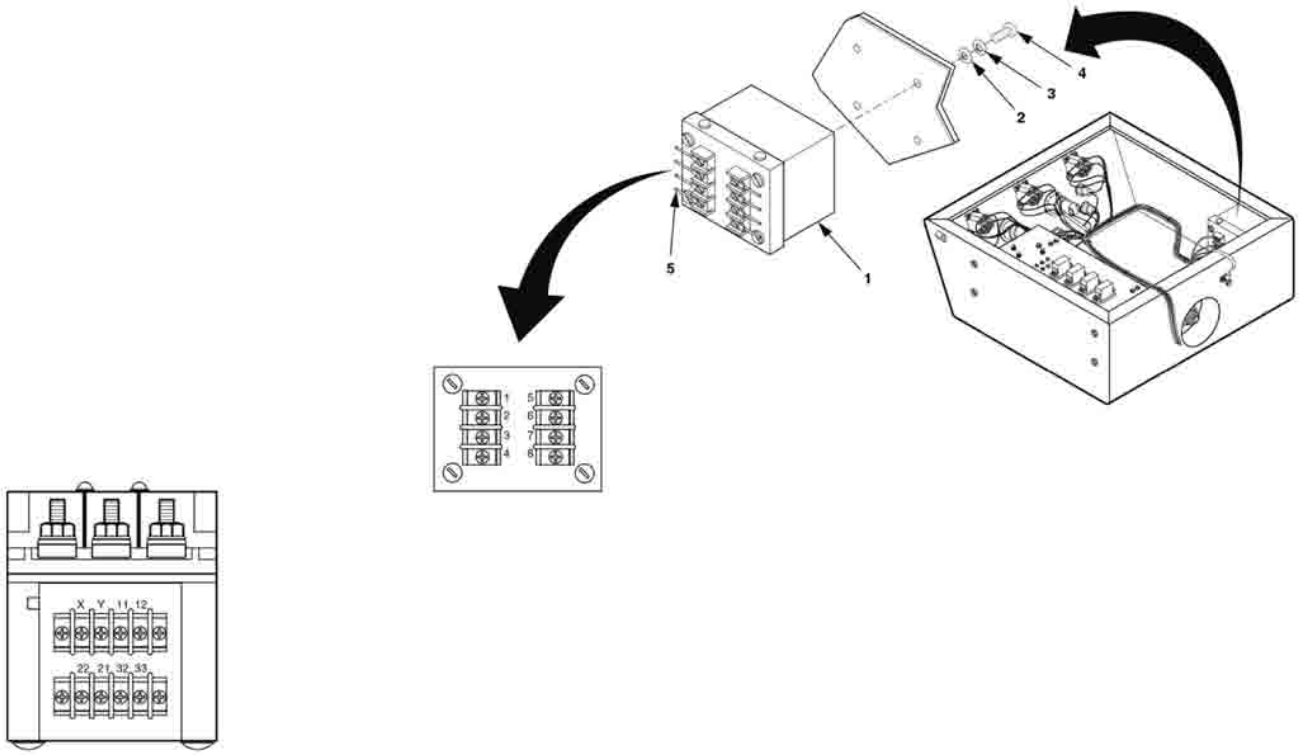

Figure 1. Permissive Paralleling Relay.
Tag and disconnect leads (Figure 1, Item 5). Remove four screws (4), lockwashers (3), flat washers (2), and permissive paralleling relay (1).